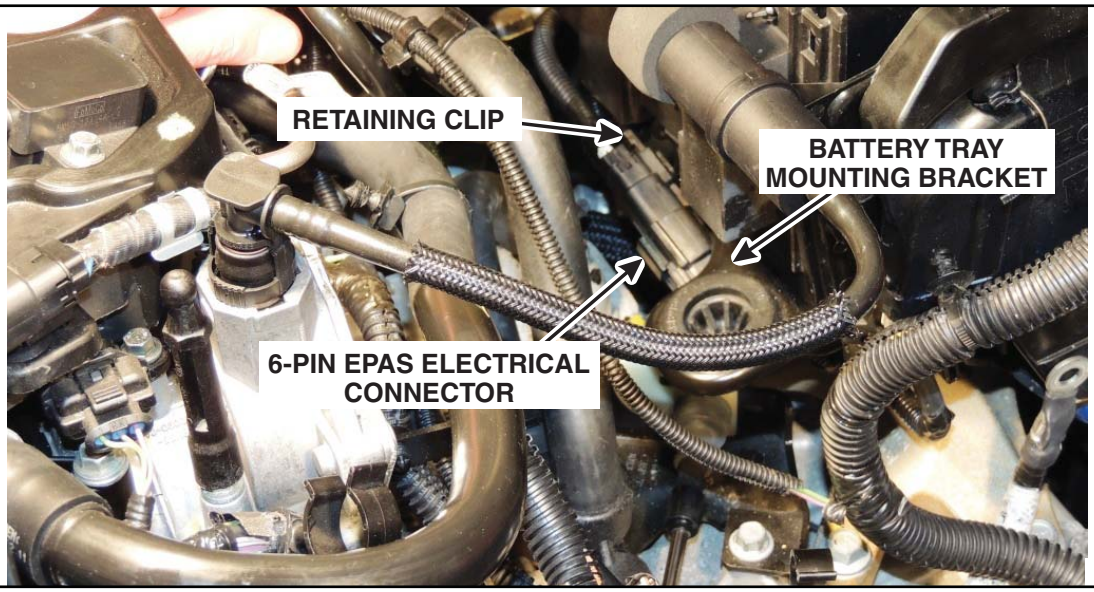

FIGURE E1
1. Detach the retaining clip from the battery tray mounting bracket. Disconnect the 6-pin EPAS electrical connectors. See Figure E1.